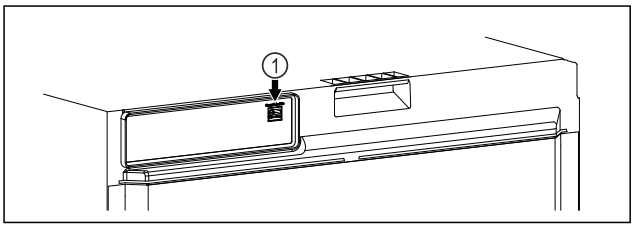

Fig. 114
❑ SmartModule *Fig. 114 (1)* este instalat.